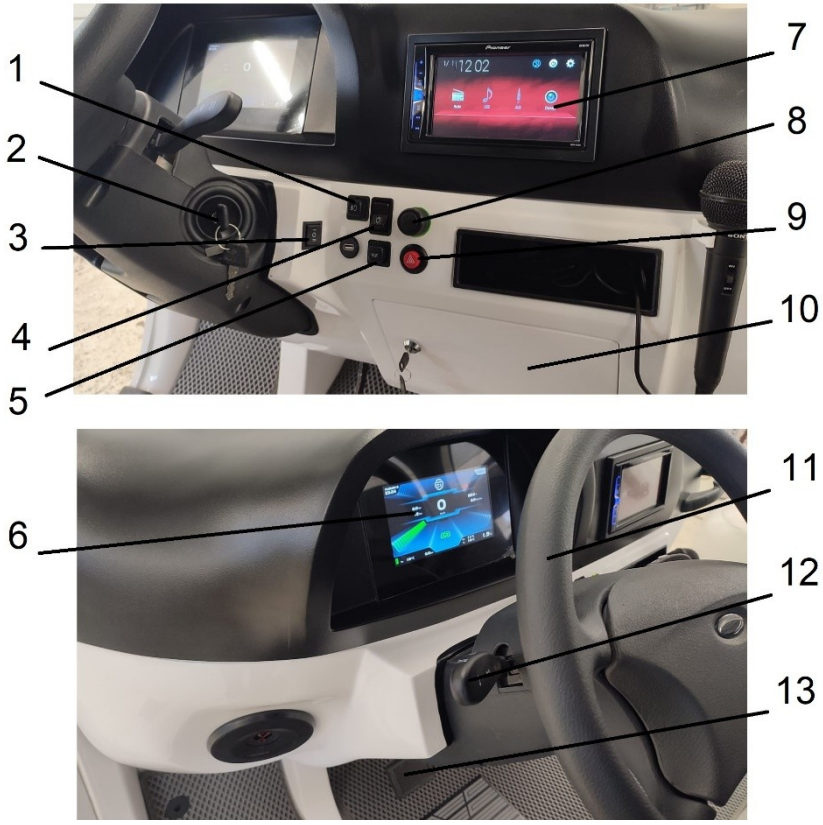

Рис.3
Расположение органов управления показано на **Рис.3**
А. Рычаг переключения сигналов поворотов и переключения света фар (он находиться слева от рулевого колеса и расположен на рулевой колонке Рис.3).
Переключение света фар: Когда питание включено, для включения габаритных огней и ближнего света фар необходимо нажать на нижнюю часть кулисного переключателя включения габаритных огней и ближнего света фар (Рис.3). Переключатель имеет две последовательные позиции. При первой позиции включатся габаритные огни. При второй позиции вк л ю чи т с я ближний свет фар. Для включения дальнего света фар, необходимо плавно оттолкнуть от себя подрулевой рычаг переключения сигналов поворота и света фар (Рис.3). Включится дальний свет фар и индикатор на панели контрольных ламп. Для переключения на ближний свет - плавно потяните этот же рычаг на себя. Индикатор погаснет. Для кратковременной сигнализации дальним светом фар - плавно потяните на себя и отпустите подрулевой рычаг переключения сигналов поворота и света фар.
B. Переключатель направления движения расположен на рулевой колонке под замком зажигания Рис.3. Переключатель направления движения руководит направлением движения электрогрузовика “вперед” или “назад” (также есть среднее положение переключателя “нейтраль”). Нажатие верхней части кулисного переключателя до упора и педали акселератора позволят **«ЭЛЬТАВР-Як»** двигаться вперед. Нажатие нижней части кулисного переключателя до упора и педали акселератора приведет к движению задним ходом. При установке переключателя в среднее положение подача питания к акселератору будет прекращена и машина будет обездвижена.
D. Кнопка аварийной сигнализации расположена на панели справа от рулевой колонки Рис.3. Для включения аварийной сигнализации (одновременное мигание всех поворотов) нажмите на кнопку аварийной сигнализации (с изображением треугольника). Повороты и индикатор на панели контрольных ламп начнут мигать. Для отключения аварийной сигнали з а ц ии – нажмите на эту же кнопку еще раз.